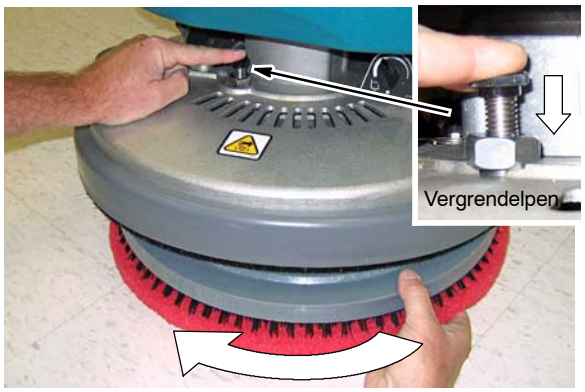

AFB. 12
6. Druk om de zoolaandrijver/borstel te verwijderen op de vergrendelpen van de motornaaf en draai de zoolaandrijver/borstel met de klok mee (afbeelding 12).